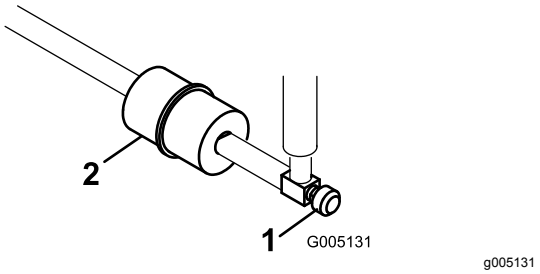

**Figur 36**
Det inbyggda bränslefiltret sitter i bränsleslangen mellan bränsletanken och förgasaren (Figur 36).
1. Stäng bränslekranen (Figur 36).
2. Placera ett avtappningskärl under filtret, lossa slangklämman på filtrets förgasarsida och ta bort bränsleledningen från filtret (Figur 36).
3. Lossa den andra slangklämman och ta bort filtret (Figur 36).